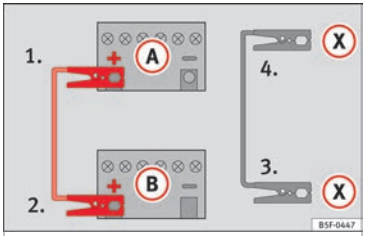

Fig. 79 Esquema de conexión para vehículos con sistema Start Stop.
– *En los vehículos con sistema Start-Stop:* emborne un extremo del cable *negro* de emergencia (X) a un terminal de masa adecuado, a una pieza de metal maciza que vaya atornillada al bloque motor o al mismo bloque motor ››› **fig. 79**.
5. Emborne el otro extremo del cable *negro* de emergencia (X), en el vehículo con la batería descargada, a una pieza de metal maciza que vaya atornillada al bloque motor o al mismo bloque motor pero lo más alejado posible de la batería (A).